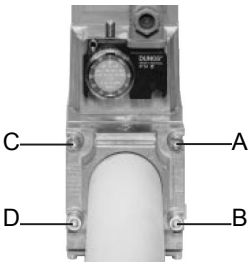

Fig. 7
3. stringere le viti A, B, C e D (Fig. 4 - Fig. 5), rispettando le posizioni di montaggio (Fig. 7);